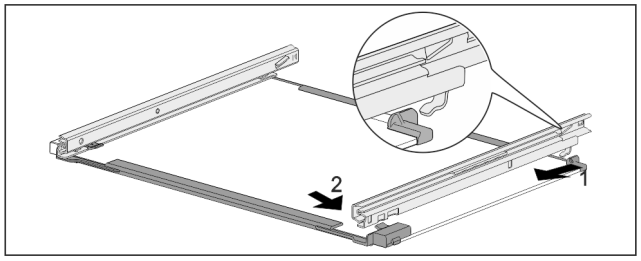

Fig. 66 Glass shelf with rails
- ▶ Hook in rail at the back. *Fig. 66 (1)*
- ▶ Hook in rail at the front. *Fig. 66 (2)*